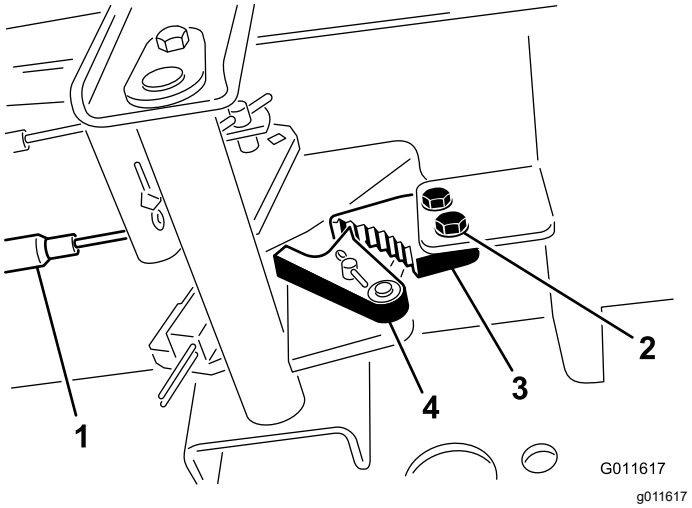

Rysunek 99
1. Poluzuj 2 śruby mocujące zapadkę hamulca postojowego do ramy (Rysunek 99).
2. Naciśnij pedał hamulca postojowego do przodu do momentu całkowitego zazębiania zaczepu hamulca na zapadce hamulca (Rysunek 99).